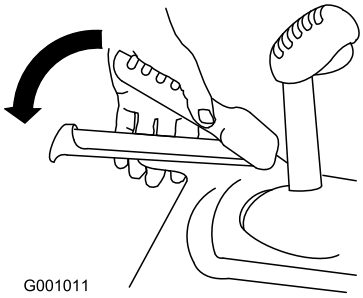

Figur 26
1. For å aktivere trekkdrivet, klem den venstre trekkfunksjonsspaken til håndtaket (Figur 26).